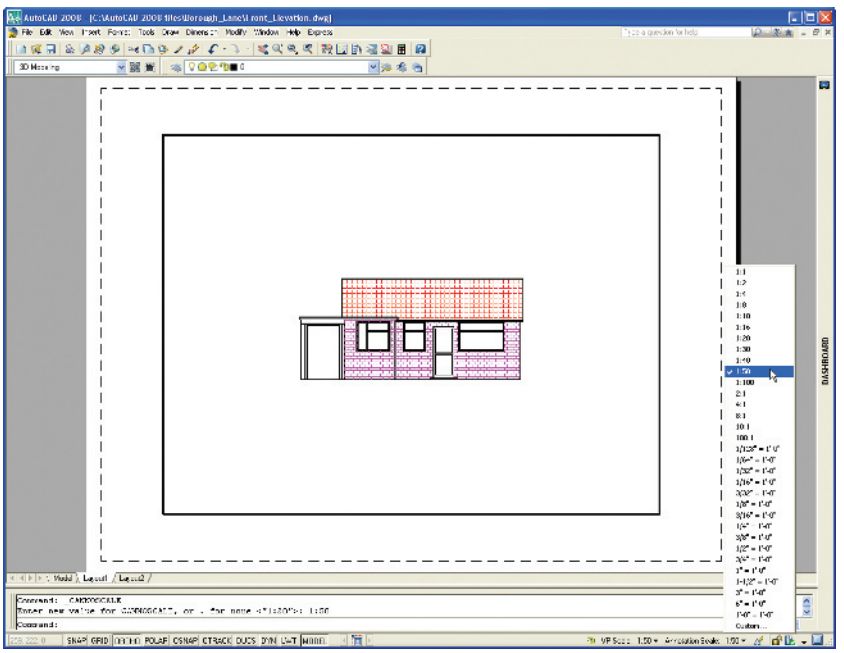

Fig. 21.3 First example – **Annotation Scaling**. The front view scaled to **1:50**
3. *Click* **1:50** in the Annotation Scaling menu and the front view changes to show a scale **1:50** front view (Fig. 21.3).